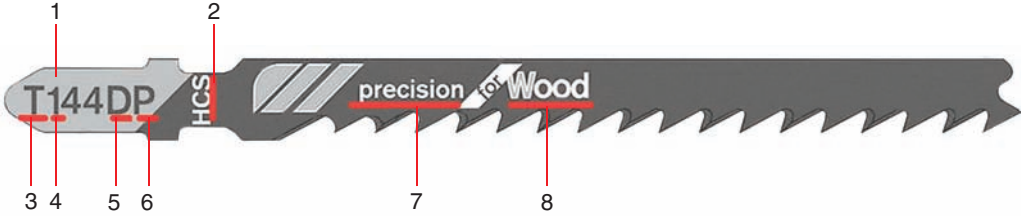

Рис. 17. Маркировка пильного полотна ручного электрического лобзика
Пильное полотно для ручного электрического лобзика. Рабочим инструментом ручного электрического лобзика является пильное полотно. Полотна отличаются шириной, длиной, размером зубьев, назначением и типом хвостовика. Все необходимые параметры по выбору пильных полотен указываются в их маркировке (рис. 17).
Используя рисунок 17, прочитайте маркировку пильного полотна ручного электрического лобзика. Определите: назначение, обрабатываемый материал, размер зубьев, качество пропила.
2. В соответствии с инструкцией и маркировкой (см. рис. 17) подберите пильные полотна. Ознакомьтесь с правилами установки и замены пильного полотна электрического лобзика.